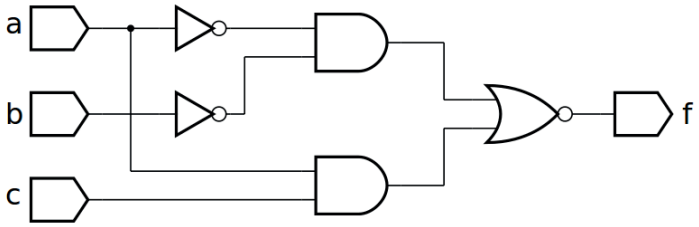
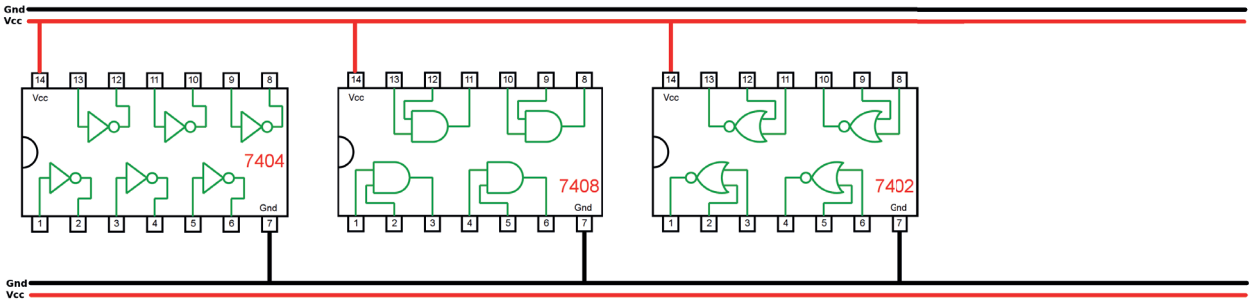

Figura 5.48 – Diagrama esquemático.
Figura 5.49 – Disposição dos componentes (TTL) para a placa de montagem.
1. Complete as ligações na figura 5.49 ou 5.50 de acordo com a figura 5.48.
5. Utilize um programa de simulação em computador (SmartSim, Atanua, Qucs) faça a simulação do circuito da figura 5.48. Compare os resultados com a tabela 5.20.
6. Escreva a equação booleana do circuito da figura 5.48 e simule no programa para o Arduíno.